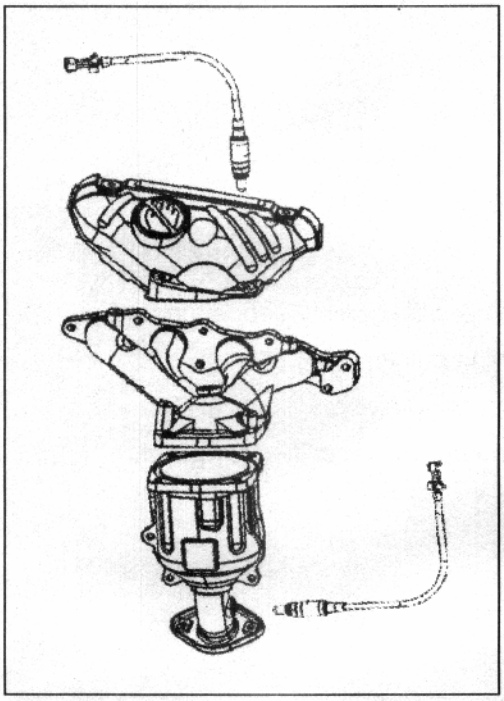

Рис. 26
2) Отсоедините разъем переднего и заднего датчиков кислорода (Рис. 26).
4) Отсоедините каталитический нейтрализатор от глушителя (Рис. 26).
8) Снимите выпускной коллектор (Рис. 26).
9) Подсоедините разъемы датчиков кислорода (Рис. 26).